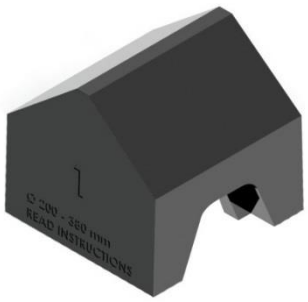
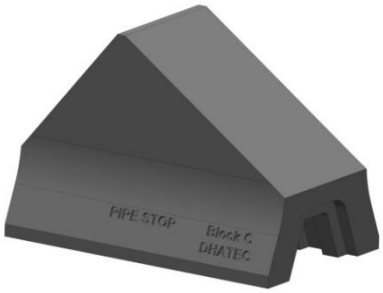

Figure 3. Pipe Stop Block A
Figure 5. Pipe Stop Block C
Pipe Stop Block A (Figure 3)
Pipe Stop Block C (Figure 5)
- The Pipe Stop PS50 blocks (as shown in Fig. 3, Fig. 4, Fig. 5 and Fig. 6) may not show permanent imprints of pipes on the supporting faces.